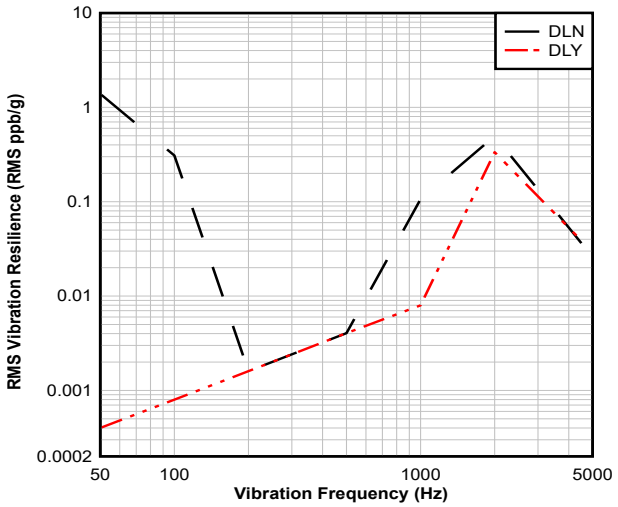

图 8-3. 25MHz、25°C、1.8V 电源电压条件下，抗振性与振动频率间的关系（X 轴）
图 8-3 显示了 CDC6Cx-Q1 BAW 振荡器的振动性能。德州仪器 (TI) 按照 MIL-STD-883 方法 2026 条件 C (10g) 和方法 2007 条件 A (20g) 进行了测试。在该测试中，CDC6Cx-Q1 振荡器安装在 EVM 上，并在 X、Y 和 Z 轴方向上分别承受 10g 的加速度，频率范围为 50Hz 至 2kHz。使用 Keysight E5052B 捕获因振动而产生的杂散相位噪声轨迹，并根据杂散功率计算出频率偏差。然后，根据载波频率将频率偏差转换为 ppb，并统一为 ppb/g。最后，将沿所有三个轴的 ppb/g RMS 总和以 ppb/g 为单位报告为振动灵敏度。CDC6Cx-Q1 在振动条件下的性能约为 2ppb/g，而大多数石英振荡器的最佳性能为 3ppb/g，更差的可能超过 10ppb/g。